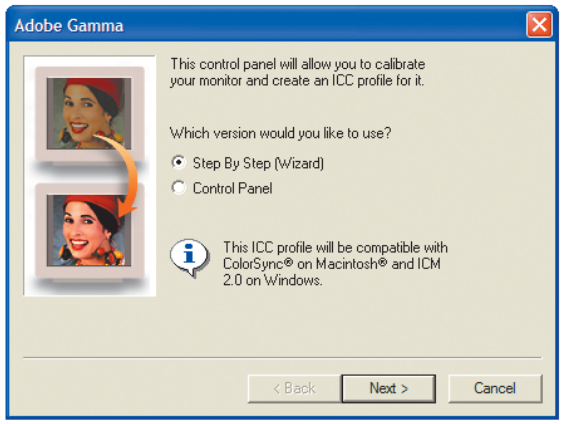

Figure 4.4 The Adobe Gamma control panel lets you create ICC profiles for your Windows computer.
3. Select Step By Step (Wizard) and click Next (**Figure 4.4**).